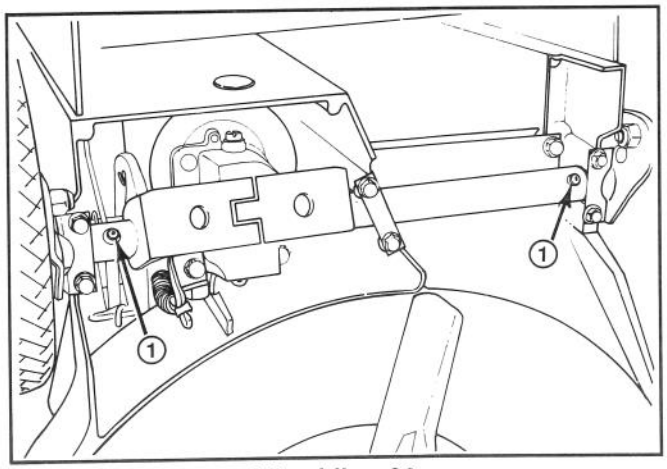

Afbeelding 26
3. Zet de maaier op de hoogste maaistand (E).
4. Leg de maaier op zijn linker kant. Veeg de smeerpunten met een schone doek af (Afb. 26). Zet de vetspuit op de punten en pomp twee à drie maal zachtjes. Gebruik #2 Multi Purpose Lithium Base smeerolie.